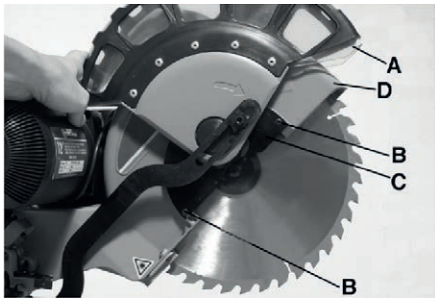

Fig. 13 Dévisser le capot de protection
3. Relevez le capot de protection (A) (Fig. 13) et desserrez les deux vis (B). Enlevez le capot de protection (D) et la plaque de protection (C).
7. Placez la nouvelle lame. Attention à placer la lame dans le bon sens. L'orientation des dents doit correspondre à la figure 13. Respectez le symbole sur la scie.